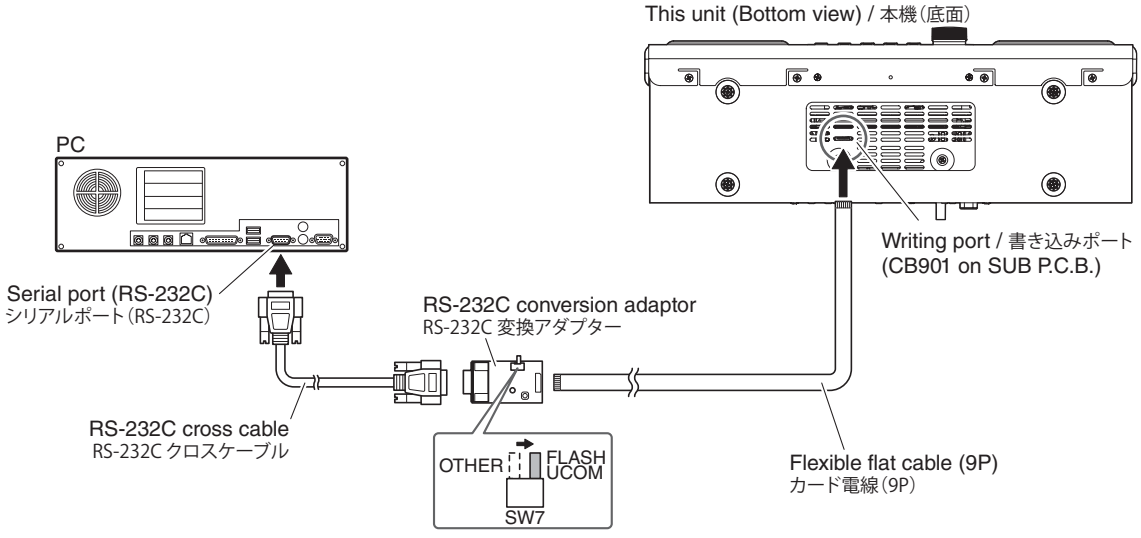

Fig. 1
- Set the switch (SW7) of RS-232C conversion adaptor to the "FLASH UCOM" position. (Fig. 1)
- Connect the serial port (RS-232C) of the PC to the writing port (CB901 on SUB P.C.B.) of this unit as shown below. (Fig. 1)
- RS-232C 変換アダプターのスイッチ（SW7）"FLASH UCOM" 側に設定します。（Fig. 1）
- 本機の書き込み用ポート（SUB P.C.B. の CB901）と PC のシリアルポート（RS-232C）を下記のように接続します。（Fig. 1）